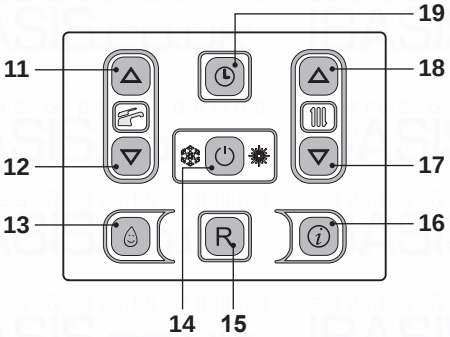
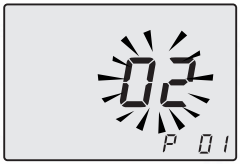
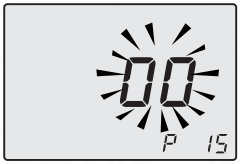

Fig. 7.20
Fig. 7.21
Fig. 7.22
- Enter in "programming mode" by pressing keys 14 - 17 - 18 (Fig. 7.20) for 10 seconds at the same time until the letters **P01** are displayed on the LCD display, indicating that "parameter 01, has been activated (Fig. 7.21).
- Scroll the various parameters using keys 17 or 18 until the letters **P15** are displayed on the LCD display, indicating that "parameter 15" (Fig. 7.22) has been activated.
- By pressing key 14 (Fig. 7.20) confirmation of the inserted value is obtained.
- Press keys 17 or 18 (Fig. 7.20) to exit without changing the value Fig. 7.22)
However, if the ambient temperature is not comfortable, the flow temperature of the heating plant can be increased or reduced by ± 15°C by acting on keys 17 (reduce) and 18 (increase) (Fig. 7.20).